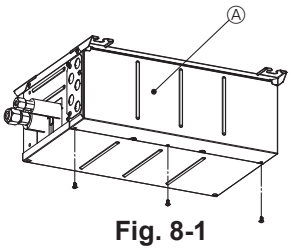
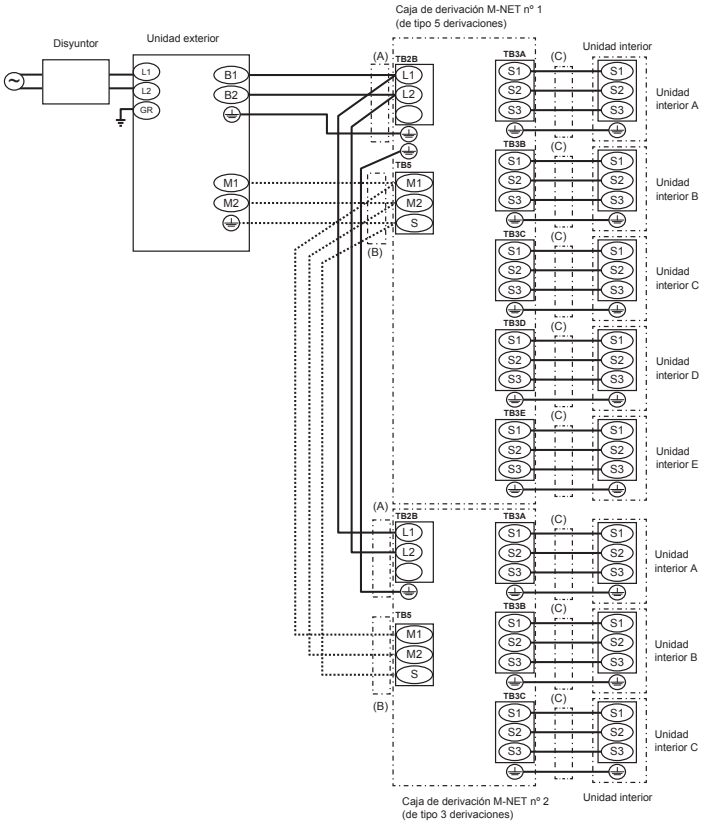

Fig. 8-1
Fig. 8-9
(1) Retire la cubierta eléctrica. (Fig. 8-1)
(2) Retire la cubierta de conducto.
(3) Introduzca el cableado en la caja de derivación a través de la placa de conducto y fíjelo con la placa de conducto. (consulte el apartado 8.1.)
(4) Conecte firmemente cada cable al bloque de terminales pertinente. (Fig. 8-9)
(5) Configure el interruptor DIP. (consulte el apartado 8.3.)
(6) Vuelva a colocar la cubierta eléctrica.
8.2. Procedimiento de cableado exterior (Fig. 8-9)